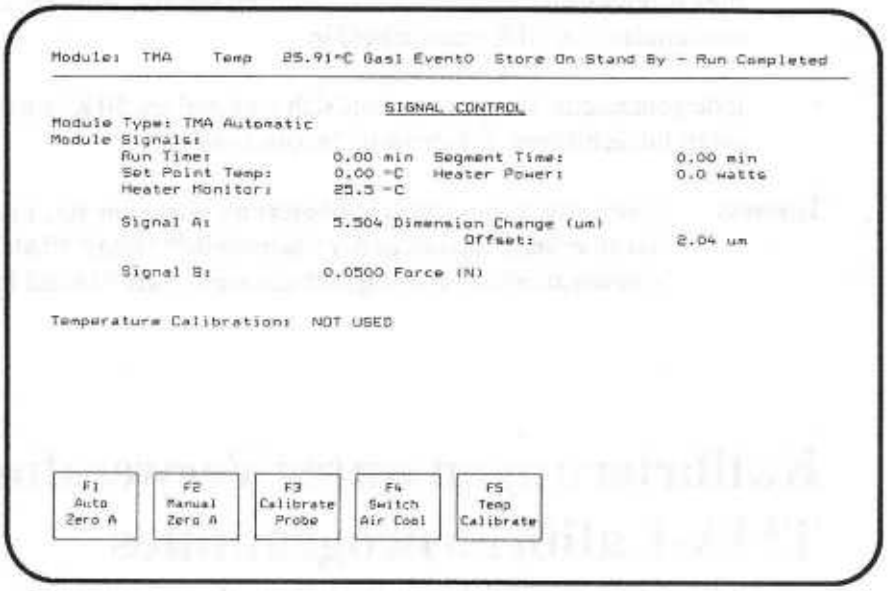

Bild 43
2. Drücken Sie F6 (GoTo Signal Control). Das SIGNAL CONTROL-Menü (Abb. 43) erscheint auf dem Bildschirm.